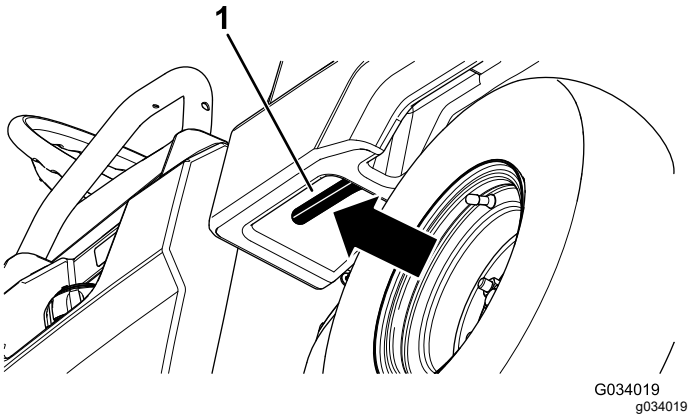

Figur 13
1. Træk håndtaget til venstre på ladets inderside mod dig, og løft ladet op (Figur 13).
1. Hæv ladet en anelse ved at løfte låsegrebet op (Figur 13).